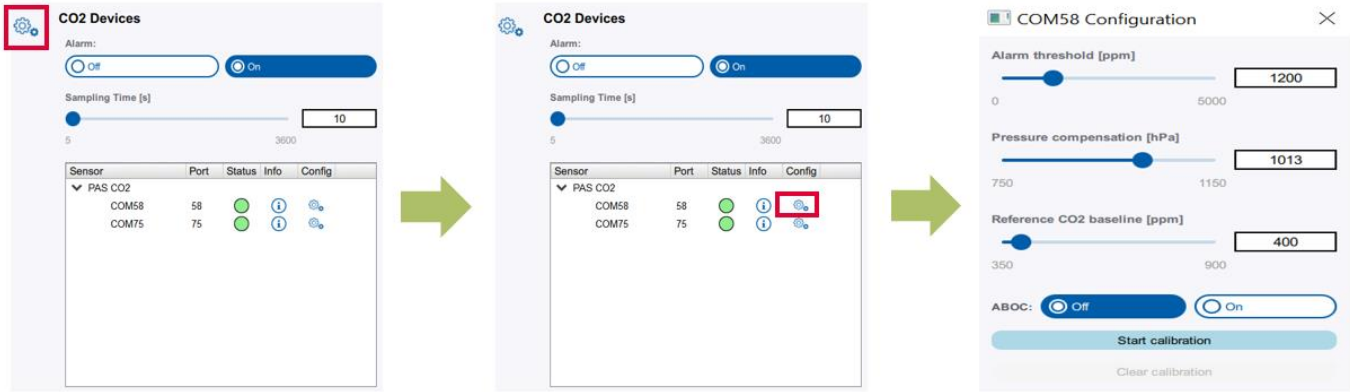
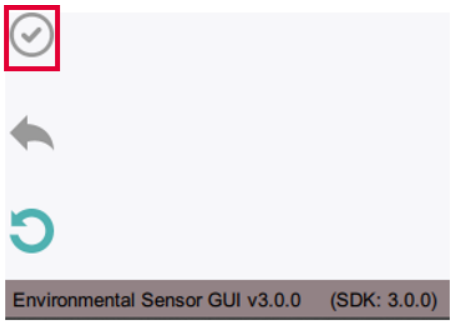

Figure 10 Additional feature window
Figure 11 The “Apply all settings” button
After changing the related settings press enter and click the “Apply all settings” button from the bottom left corner of the screen as shown in Figure 10.
2. After changing the baseline value press enter and click the “Apply all settings” button (figure 10)
The customer can set the sampling rate of the sensors via the slider box or by typing directly into the text box as shown in figure 11. After changing the related settings press enter and click the “Apply all settings” button from the bottom left corner of the screen as shown in Figure 10.